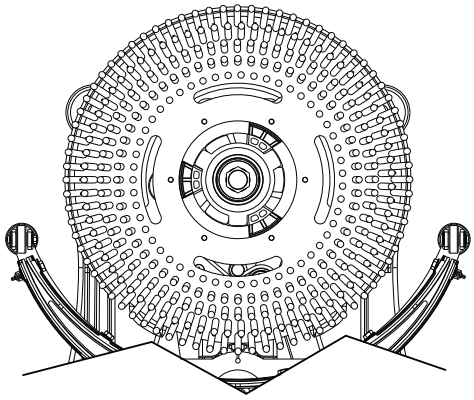

FIGURA 3
3. Coloque el cepillo o portabayetas en el cubo de accionamiento de la rueda y luego gire hacia la izquierda hasta que se bloquee, como se indica en la figura 3.